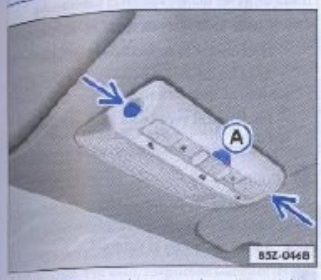

Fig. 54 Botón para desactivar el monitoreo del compartimiento interno
– Apriete el botón ⇒ fig. 54 Ⓐ. Durante 20 segundos, la luz indicadora del sistema de alarma parpadeará más rápido en el cuadro de instrumentos.
El monitoreo del compartimiento interno es automaticamente activado junto con el sistema de alarma. El sensor y el receptor están localizados en el conjunto de la luz de lectura ⇒ fig. 54 -flechas-. Para no perjudicar el funcionamiento del monitoreo del compartimiento interno, estos sensores no deben ser cubiertos.